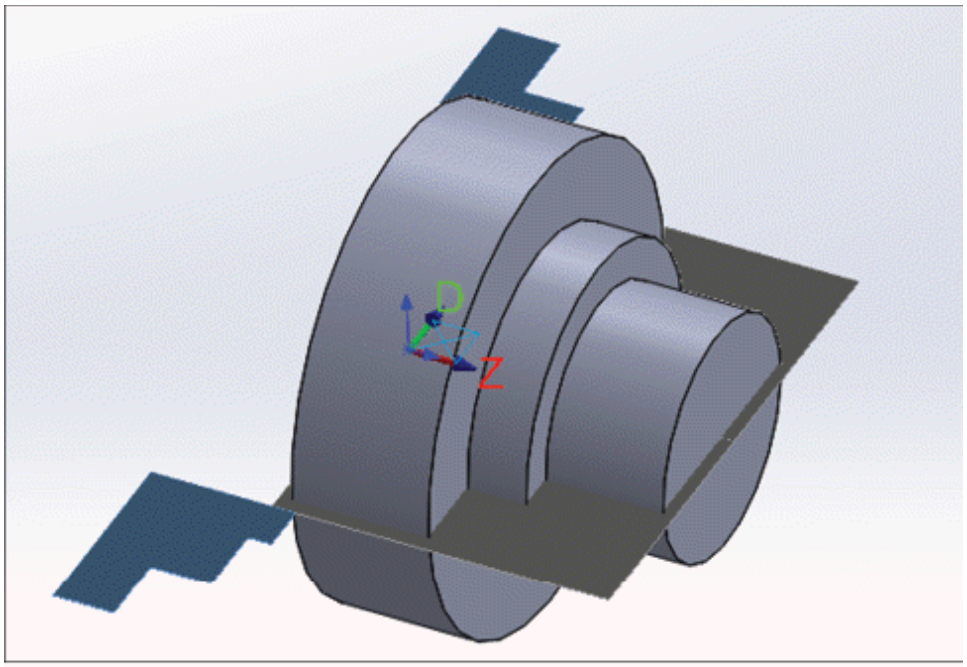

Figure-9. Left chuck and stock created
- Define stock and left spindle of chuck jaws for the part; refer to Figure-9.